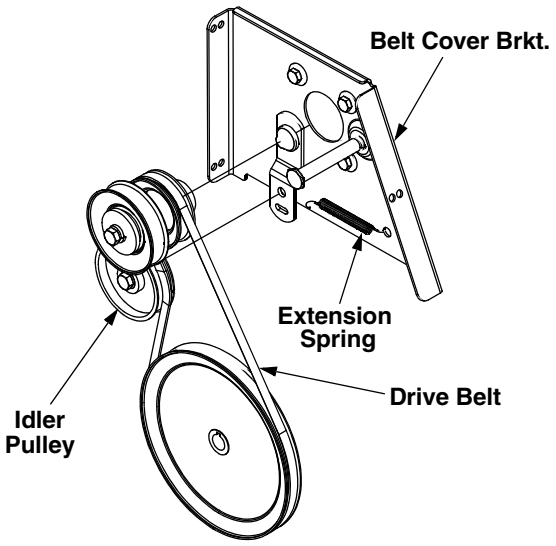

Figure 22
- Pull the idler pulley away from the backside of the drive belt to relieve the tension and slide the drive belt off the idler pulley (If necessary unhook the extension spring from the belt cover plate). See Figure 22.